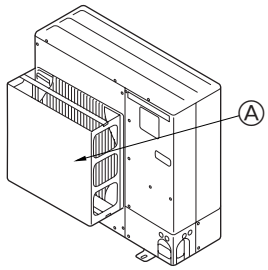

Fig. 2-4
② Montera en extra luftledare om enheten installeras på en plats där kraftig vind från tyfoner osv kan komma direkt in i luftutblåset. (Fig. 2-4)